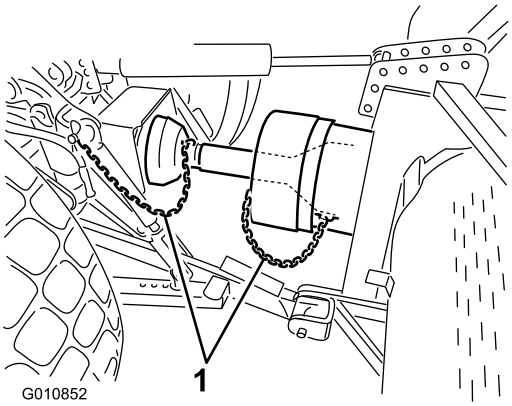

Figur 21
6. Anslut skyddssäkerhetskedjorna till kraftuttagsskyddet och traktorfästet (Figur 21). Kontrollera att kedjorna inte spänns när du höjer och sänker luftaren.